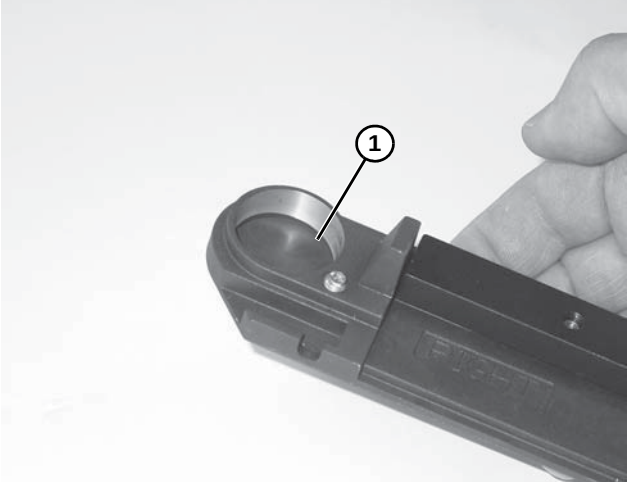

Figure 53
1. Inspect the head plates bearing seating surface **(Figure 53, item 1)**. If they are worn or damaged, replace the head. See “Service Parts” on page 24.